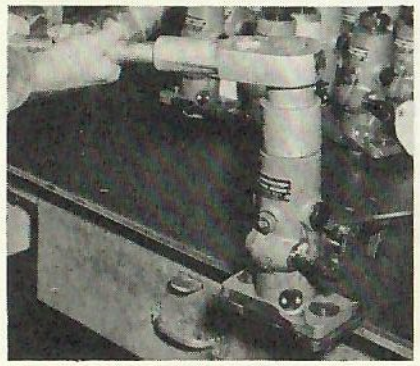

FIG. 64-1
6. Turn the pump over and fasten it in a vise, holding it by the flange. Unscrew the delivery valve holding nut, Fig. 64-1. Remove the delivery valve spring and with the aid of the delivery valve removal tool, remove the delivery valve and gasket from the pump housing, Fig. 65-1. This tool works on the same principle as a gear puller. Should the delivery valve and seat become damaged, replace them with a new assembly as the valve and seat are lapped together as a mated assembly. However, the valve may be reseated by lapping with a fine compound. Take